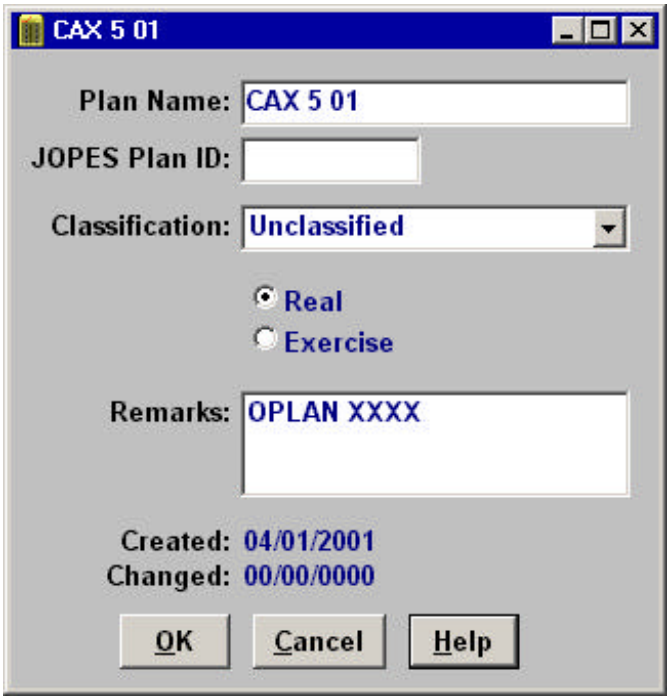

Figure 12.
10. **PLAN SETUP**. This option allows you to select an existing plan and edit its Plan Attributes (e.g., plan classification and remarks) (see Figure 12.)